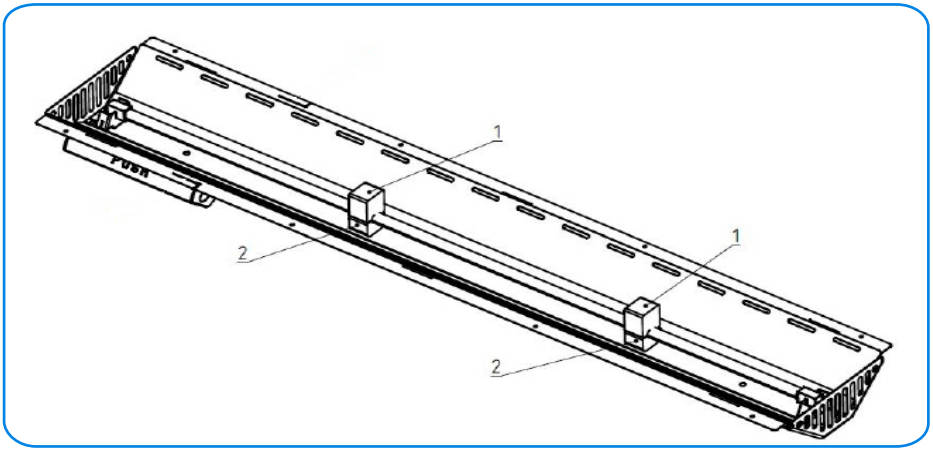

Fig. 3.4 Protections of the VitalSun Glass 350/500/750 series radiator
- Remove protective fillings during transport (Fig. 3.4, items 1 and 2),